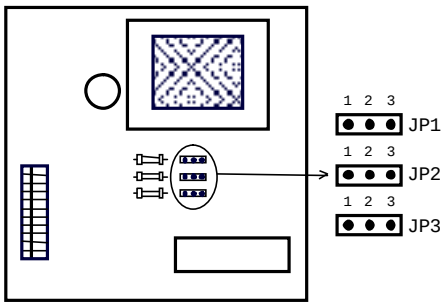

Рис.2
Аппаратное согласование входа каждого датчика осуществляется с помощью перемычки, установленной между контактами джампера (JP). Джамперы JP1, JP2 и JP3 расположены на плате счётчика установленной под крышкой корпуса (см. рис.2).